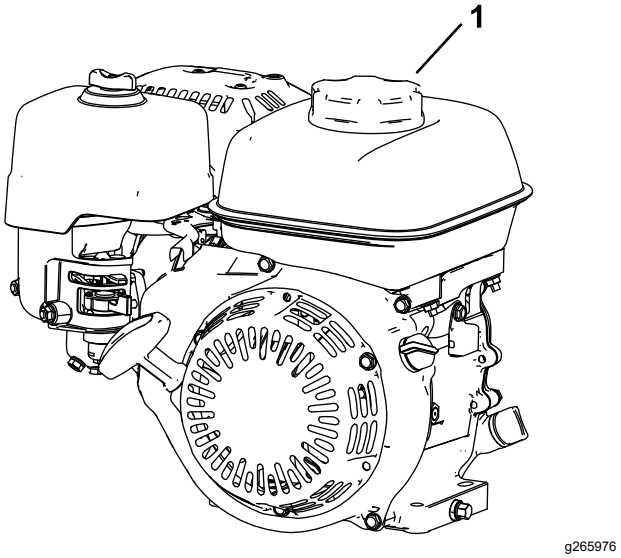

Figur 17
1. Rengør området omkring brændstoftankens dæksel, og fjern dækslet fra tanken (Figur 17). Fyld brændstoftanken op til bunden af tankens åbning. Se din motors *betjeningsvejledning*.